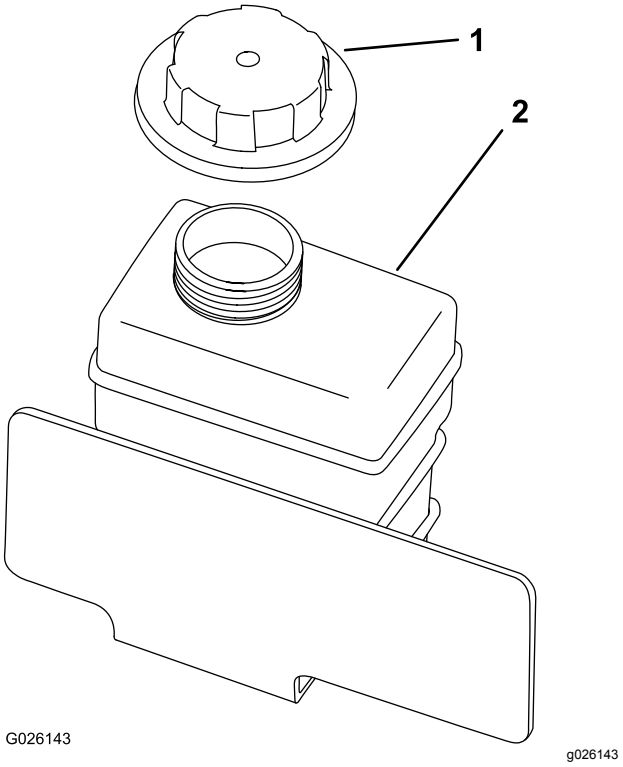

図 71
8. 補助タンクにも、補給管の根元までゆっくりと冷却液を補給する図 71。
9. 補助タンクのキャップを取り付けて終了図 71。